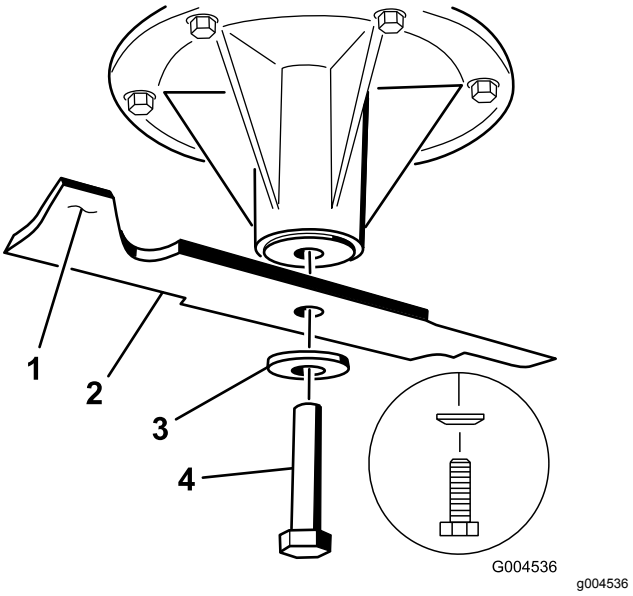

Figur 89
2. Fjern knivbolten, den buede skive og skærekniven fra spindelakslen (Figur 89).